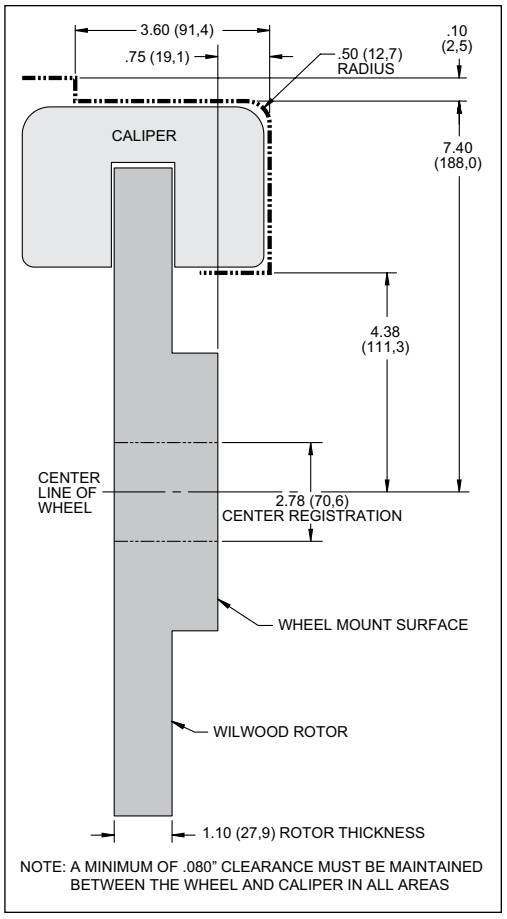

Figure 2. Wheel Clearance Diagram
- **Review the wheel clearance diagram (figure 2, page 3) to verify that there is adequate clearance with the wheels you will be using with the installation.**
- Verify your wheel clearance using Figure 2.